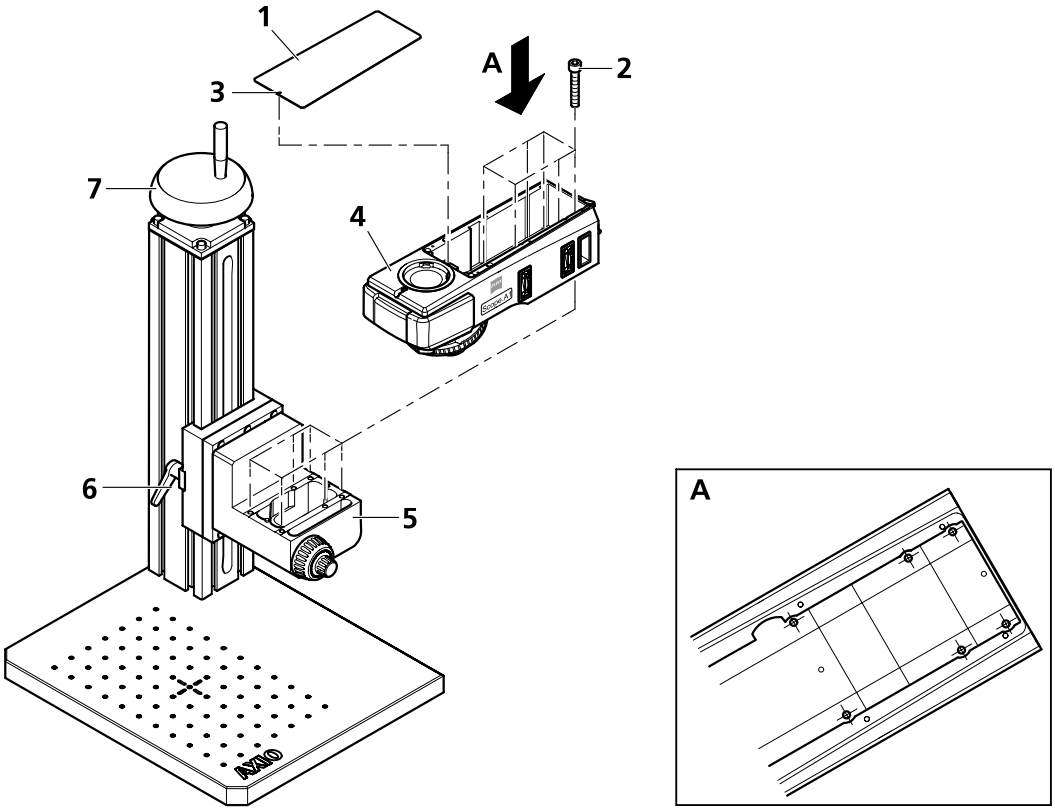

Bild 3-2 Stativoberteil auf Stativsäule montieren
- Magnetisch gehalterten Deckel (Bild 3-2/**1**) des Stativoberteils abnehmen. Dazu einen Kugelkopf-Schraubendreher in die vorn angebrachte Montageöffnung (Bild 3-2/**3**) einstecken und damit den Deckel anheben.
- Stativoberteil (Bild 3-2/**4**) mit den mitgelieferten sechs Innensechskantschrauben (Bild 3-2/**2**) auf den Triebkasten (Bild 3-2/**5**) der Stativsäule aufschrauben.
- Zur Höhenverstellung des Mikroskopkörpers beide Klemmhebel (Bild 3-2/**6**) an der Stativsäule lösen, durch Drehen am Handrad (Bild 3-2/**7**) die gewünschte Höhe (in Abhängigkeit von der Probenhöhe) einstellen und beide Klemmhebel wieder festziehen.